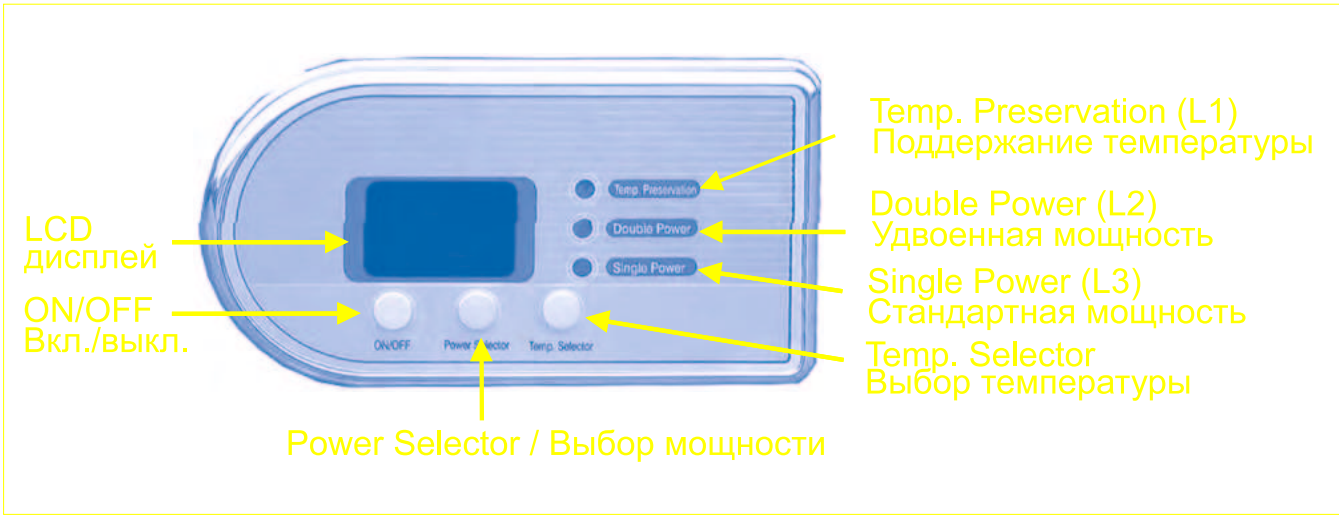
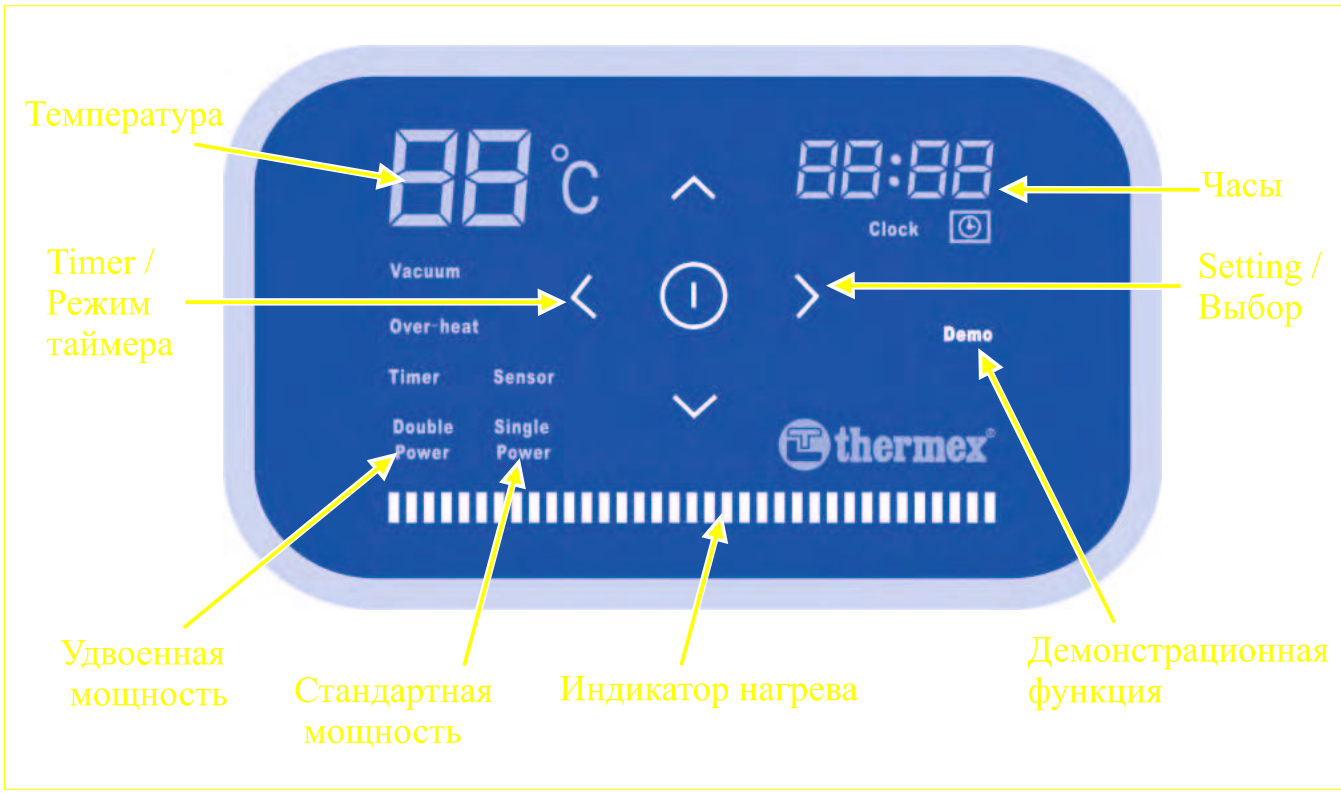

Рис. 5. Электронная панель управления (вариант 1)
Рис. 6. Электронная панель управления (вариант 2)
4.2. На съемном фланце смонтированы трубчатый электронагреватель (ТЭН) и датчики термостата и термовыключателя. ТЭН служит для нагрева воды и управляется термостатом, который имеет плавную регулировку температуры до +75°С. Термостат автоматически поддерживает температуру воды на уровне, установленном пользователем. Ручка регулировки температуры расположена на механической панели управления. Модели с электронным управлением имеют сенсорный регулятор (Рис. 5).
Индикатором режима работы ЭВН моделей 30л - 150л служат лампы подсветки клавиш выбора мощности: светятся при нагревании воды и гаснут при достижении установленной на термостате температуры нагрева воды. В моделях с электронным управлением по варианту 1 индикация осуществляется контрольной лампой L1 (Рис. 5) - она загорается при достижении заданной температуры. В моделях с электронным управлением по варианту 2 индикация осуществляется индикатором нагрева (Рис. 6) - движущиеся светящиеся деления которого отображают динамику нагрева и постоянно горят при достижении заданной температуры.
7.2. Модели с электронным управлением по варианту 1 (Рис. 5)
7.3. Модели с электронным управлением по варианту 2 (Рис.6)